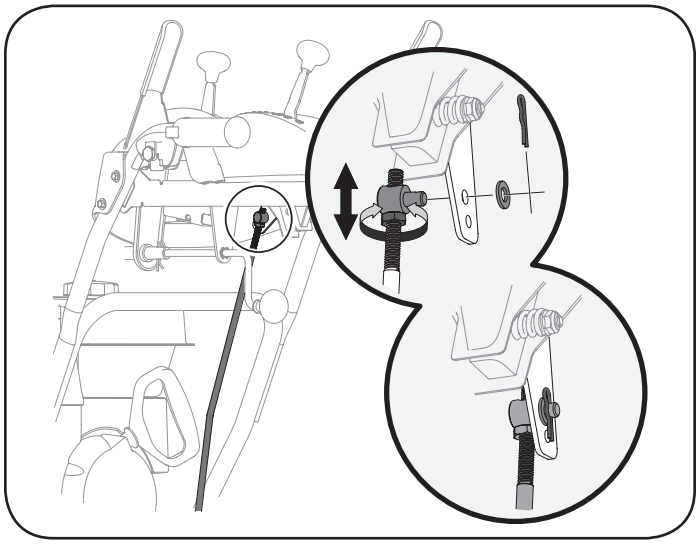

Figura 61
2. Extraiga el pasador de chaveta (a) y la arandela (b) de la férula de ajuste de la varilla de cambios y extráigala de la palanca de cambios. Consulte la Figura 61.